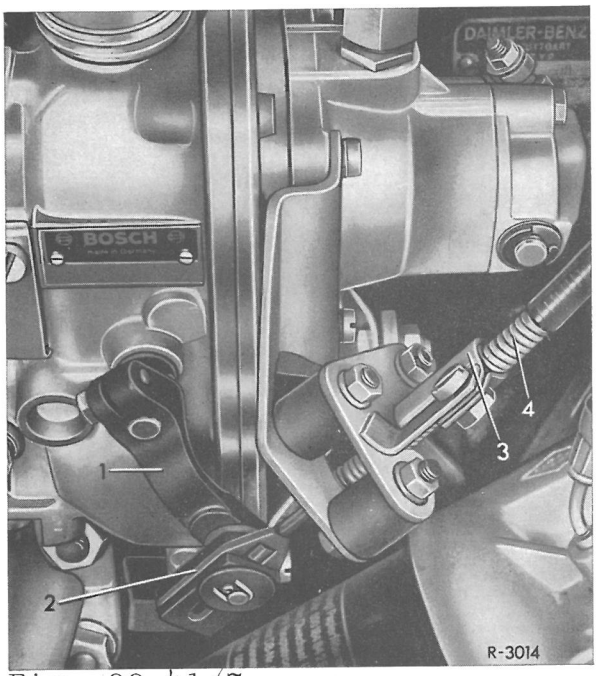

Fig. 00-41/7
13 Klembakken (3) monteres imellem rørtilslutningerne og bef.-skruerne må herunder kun spændes med 0,9 kpm (fig. 00-41/6). Ved for stærk tilspænding kan man på enten lavtryks-eller højtrykssiden risikere en forspænding på elementerne med utætheder til følge.
16 Start- og stopkablet på indstillingsarm (1) monteres (fig. 00-41/7), og kablets indstilling kontroll. (se arb.nr. 00-42)
4 Knappen slippes igen og kontakten går automatisk (med fjederkraft) tilbage i kørestilling. I køre- såvel som i forglødestilling må indstillingsarmens bolt ikke ligge an på nogen af siderne i øskenen: der skal mindst være 2 mm spillerum (fig. 00-41/1).